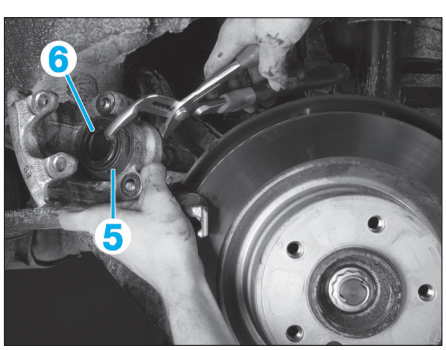

Fig. 14
- Repousser complètement le piston dans l'étrier (à l'aide d'une pince multiprise par exemple) **(Fig.14)**.